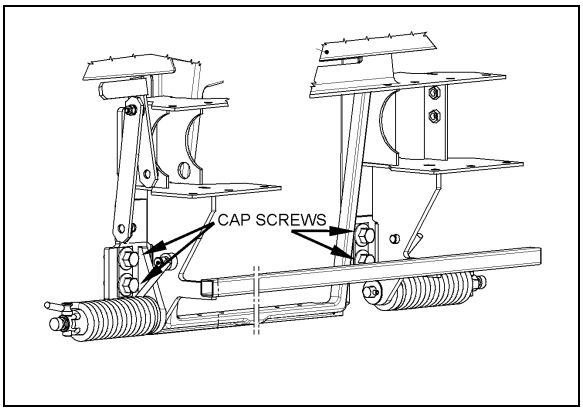

FIGURE 19: FRONT BUMPER ASSEMBLY
2. Remove 4 cap screws holding bumper to vehicle and remove bumper (Figure 19).
2. Remove the Allen button head screw and the washer retaining the rod end with bearing to the upper hinge. See figure 19.
3. Remove the Allen button head screw and the washer retaining the ball and socket rod to the upper hinge. See figure 19.
3. Remove the Allen button head screw and the washer retaining the rod end with bearing to upper hinge. See figure 19.